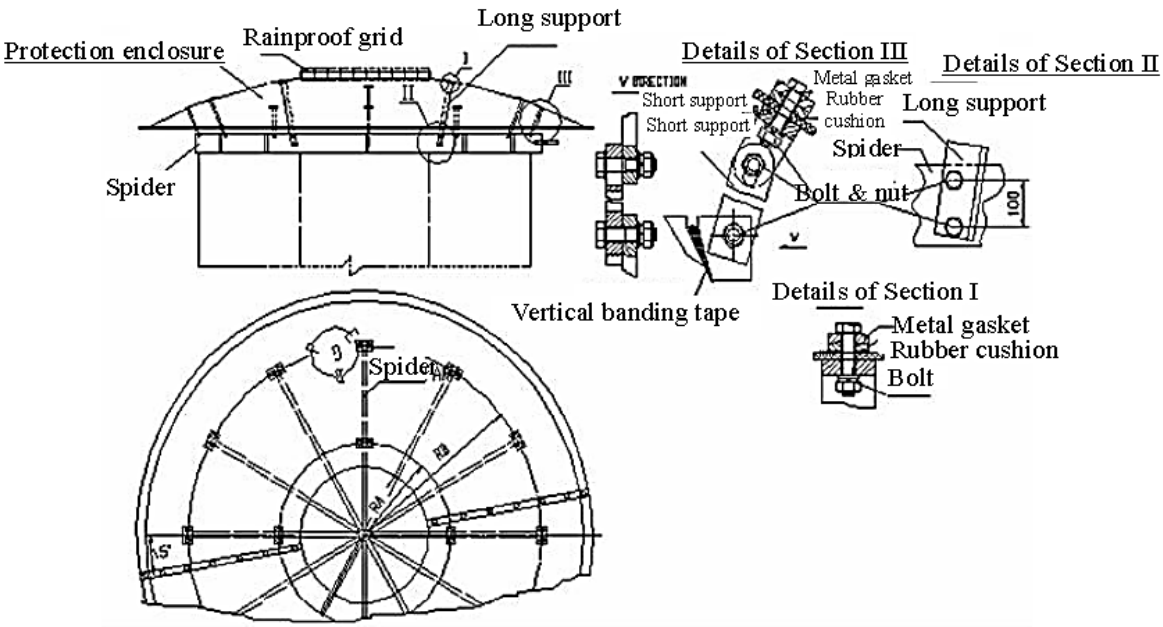

Figure 9: Installation of Upper Protection Enclosure
14.2.4.3.1- Refer to the **Figure 9** for the installation of the upper protection enclosure.